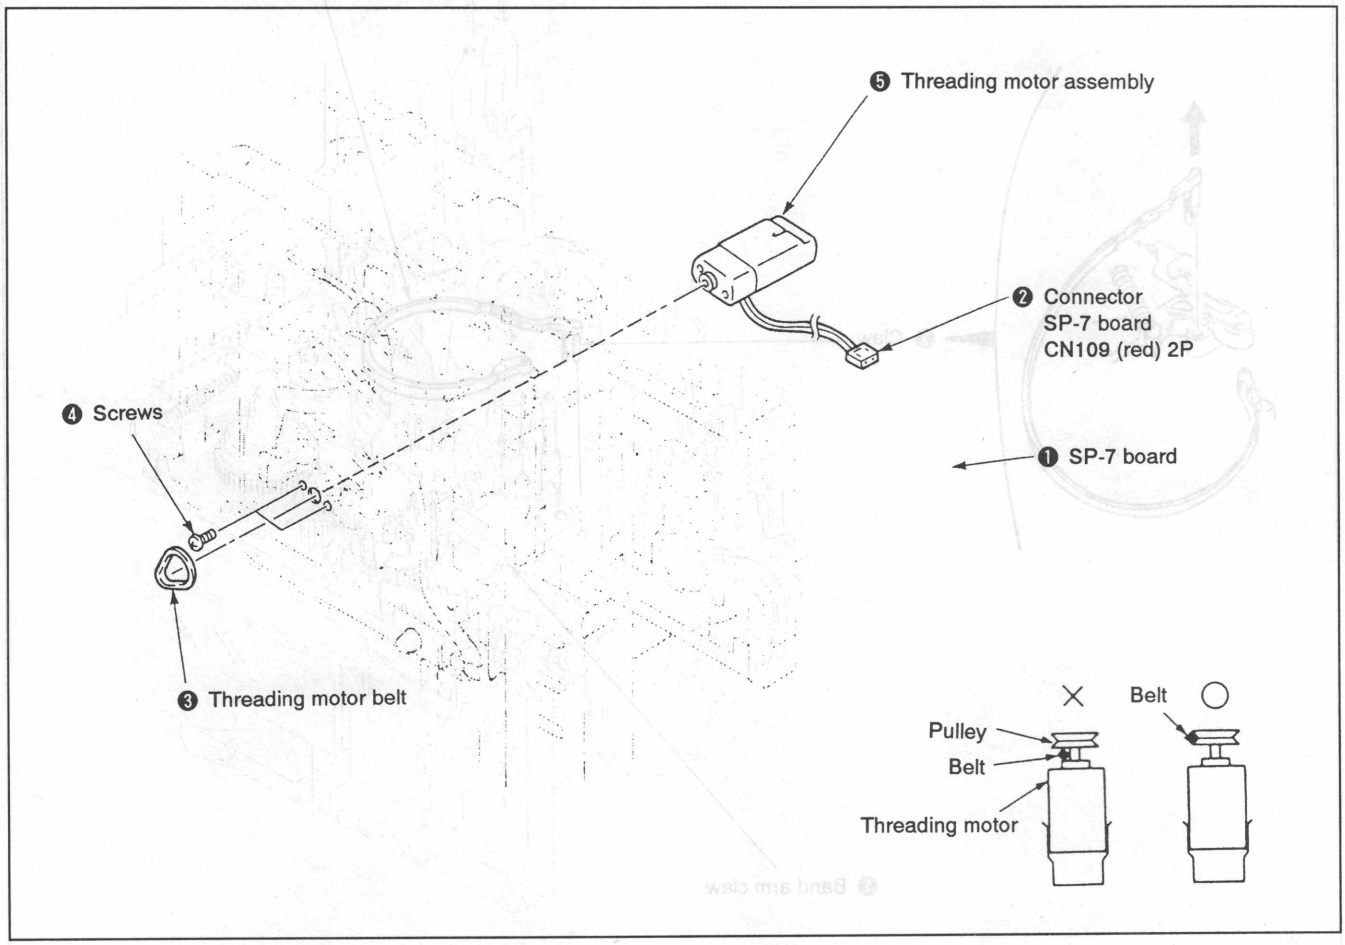

Fig. 7-12.
1. Removal (See Fig. 7-12.)
2. Mounting (See Fig. 7-12.)